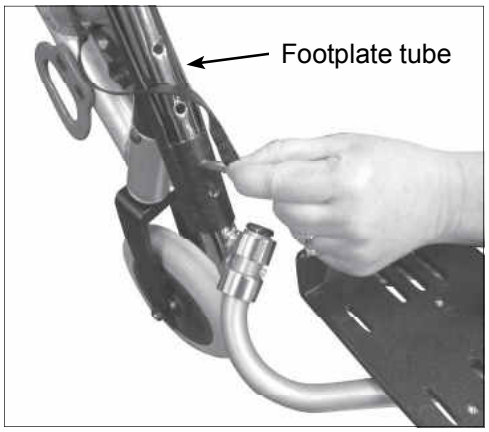

Figure 5.15
1. Remove the metal pin that secures the footplate tube to the footplate bracket. Take the footplate tube out of the footplate bracket and set aside (Fig. 5.15).